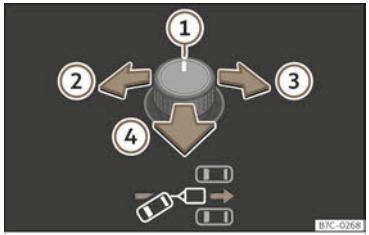
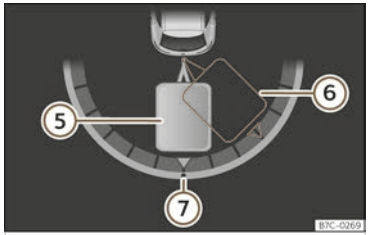

Fig. 165 Outside rearview mirror rotary control: adjust the trailer angle.
Fig. 166 Instrument cluster display: engage reverse.
Key to the >>> **Fig. 165** , >>> **Fig. 166**:
- Tilt the rotary control until the desired direction is reached >>> **Fig. 165**. A representation of the tow vehicle and trailer set is shown on the instrument cluster screen for guidance purposes >>> **Fig. 166**.